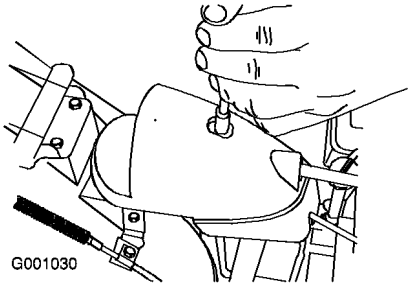

Bild 54
1. Nehmen Sie die Befestigung an der Getriebeabdeckung ab (Bild 54), heben Sie die Abdeckung vorne hoch und schieben Sie sie nach hinten.